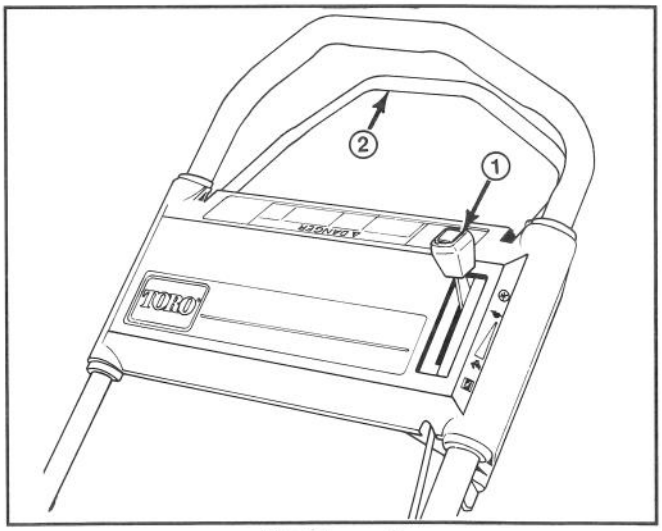
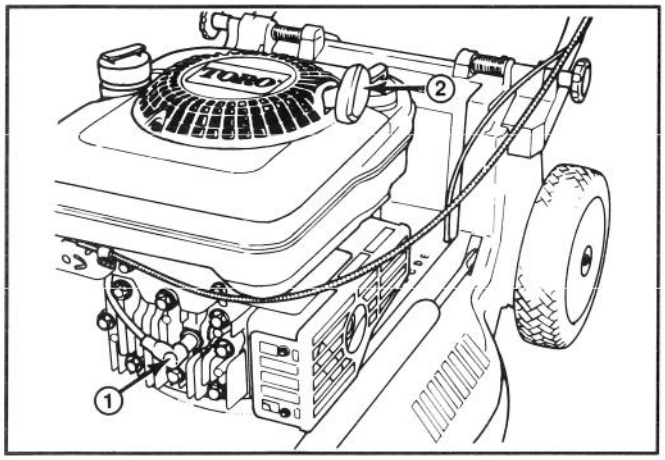
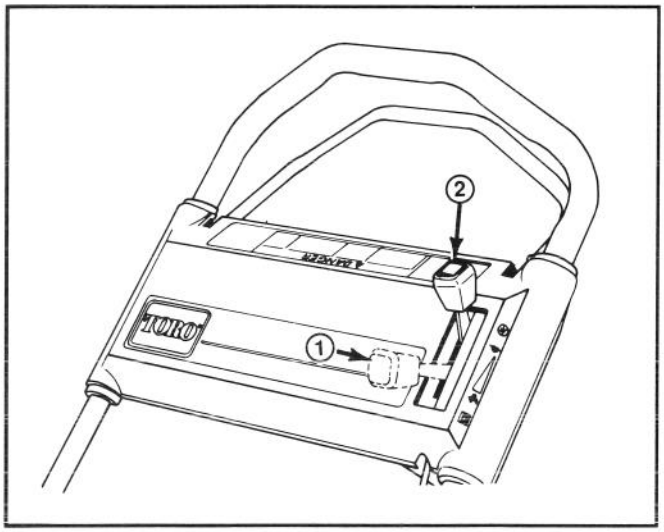

Abbildung 7
Abbildung 8
Abbildung 9
STEUERVORRICHTUNG—Gashebel und Antriebshebel (nur Modell mit Selbstantrieb) befinden sich am oberen Griff (Abb. 7). Der Seilstarter befindet sich am Motoroberteil (Abb. 8).
1. Das Zündkerzenkabel auf die Zündkerze stecken. (Abb. 8).
2. STARTEN—Den Gashebel auf CHOKE stellen (Abb. 9). Den Seilstarter ziehen (Abb. 8) bis das Spiel überwunden ist; dann fest anziehen, um den Motor zu starten. Startet der Motor, den Gashebel auf "schnell" oder die gewünschte Geschwindigkeit schieben.
3. STOPPEN (Abb. 9)—Zum Stoppen des Motors den Gashebel in die AUS-Stellung zurückschieben. Das Kabel von der Zündkerze abziehen, wenn der Mäher unbeaufsichtigt ist oder nicht verwendet wird.
1. Den Motor abstellen und das Kabel von der Zündkerze abziehen (Abb. 9).
2. Den Gashebel auf "schnell" stellen (Abb. 9).